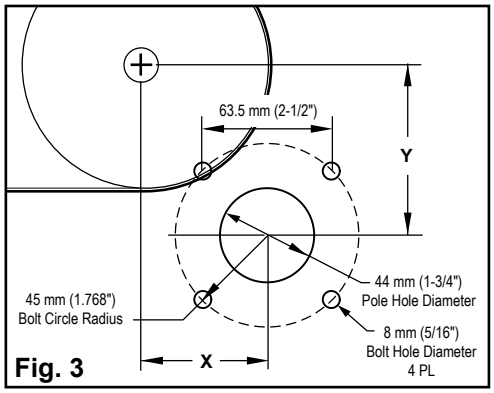

Fig. 3
6. If mounting cleaner with supplied bolts, mark location of bolt holes per Fig. 3. The bolt holes need not be positioned at 10, 2, 5 and 7 o'clock. For ease of installation or as conditions require, bolt hole positions may be rotated about the pole centerline.
7. On each side of the conveyor structure, cut a 44 mm (1.75") diameter hole around the marks that locate the center of the pole (Fig. 3).
8. If mounting cleaner using supplied bolting, drill four 8 mm (5/16") bolt holes per the bolt hole diagram (Fig. 3).